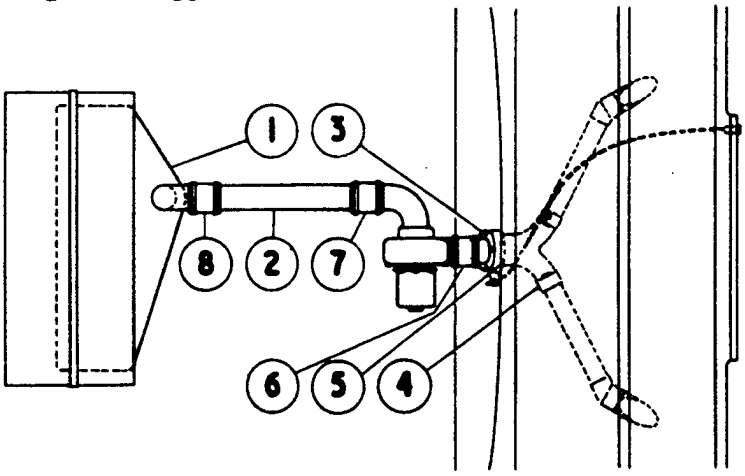

FIG. 3. IMPROVED TYPE DEMISTER SYSTEM.
The improved type demister system is shown in Fig.3, and it will be seen that it is, in general appearance and operation, similar to existing types.
1) Fit the metal air duct (1, Fig.3) below the radiator header tank as shown, securing this to the rear flange of the tank by means of the two clips and then tightening the hinged strap round both the tank and the duct. (N.B. To fit the strap, first remove the hinge pin, pass one of the disconnected ends of the strap over the top of the tank and under the overflow pipe, and then refit the pin and tighten up).
13) Fit the demister motor to the support tube as shown in Fig. 3, using rubber hose connection (6) and two jubilee clips provided. The outlet aperture of the demister motor MUST be placed as close as possible to the support tube, but sufficient clearance should be allowed to precent contact due to oscillation. Pass the demister feed wire through the grommet hole in the dash and connect up to the demister switch on the facia panel.